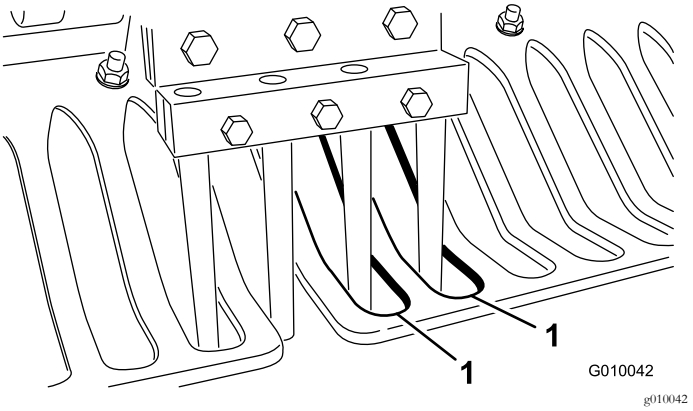

Rysunek 26
7. Sprawdź, czy zęby znajdują się na środku szczelin w osłonach od darni (Rysunek 26). Wyreguluj osłony od darni odpowiednio do potrzeb i dokręć nakrętki.